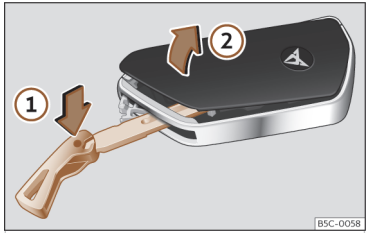

Abb. 66 Fahrzeugschlüssel: Abdeckung des Batteriefachs öffnen.
- Schlüsselbart in den Schlitz ››› **(Abb. 66)** stecken, in Pfeilrichtung ① drücken und Abdeckung abhebeln ②.